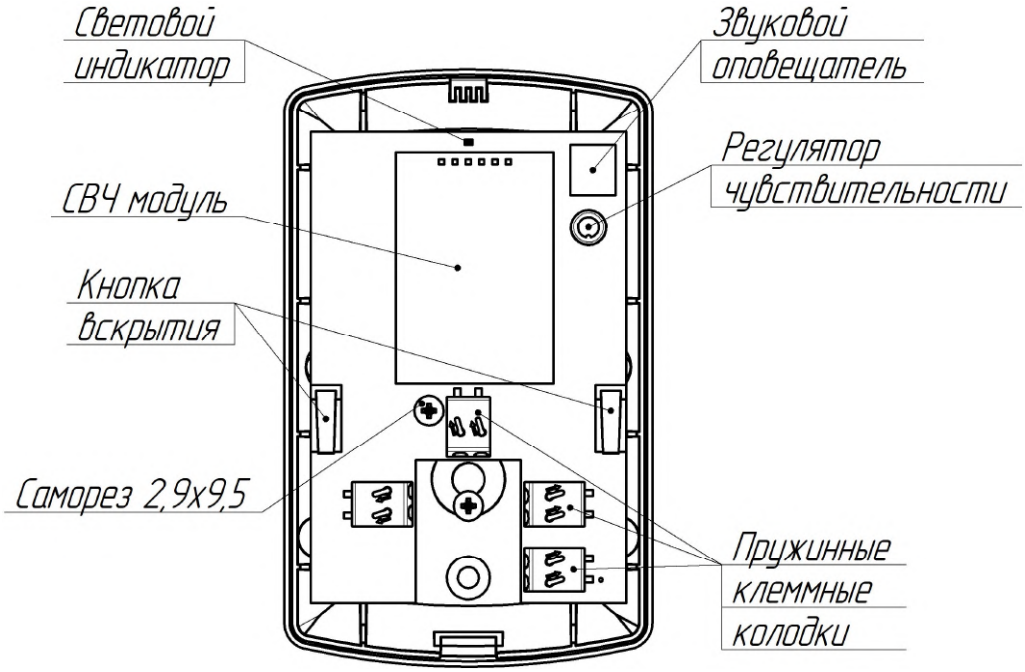

Рисунок 1.5 – Внешний вид извещателя без крышки
1.4.3.5 В извещателе предусмотрена функция отключения световой индикации. В извещателях «КОЛИБРИ-15(24)» и «КОЛИБРИ-25(24)» включение/отключение осуществляется тройным нажатием на кнопку вскрытия, расположенную в левой части платы (рисунок 1.5). В извещателях «КОЛИБРИ-15(24)-BLUETOOTH», «КОЛИБРИ-15(24)-BLUETOOTH-485», «КОЛИБРИ-25(24)-BLUETOOTH», «КОЛИБРИ-25(24)-BLUETOOTH-485» включение/отключение осуществляется в программе настройки.
а) при помощи регулятора чувствительности ЧУВСТ. на плате (рисунок 1.5) для извещателей «КОЛИБРИ-15(24)» и «КОЛИБРИ-25(24)»;